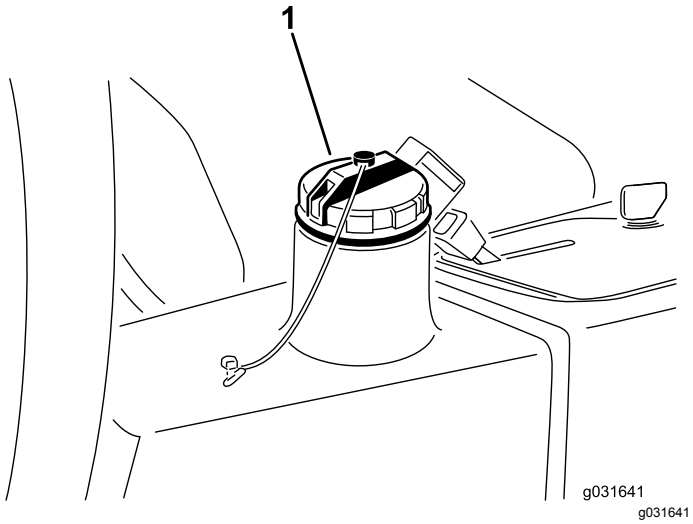

Figur 66
4. Fyll tanken (Figur 66) med cirka 13,2 liter hydraulvätska. Se Kontrollera hydraulsystemet (sida 50).